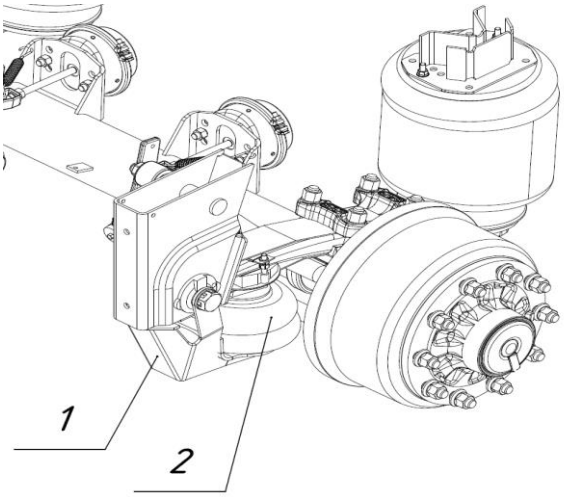

Рис. 2.8 - Механизм подъёма оси
Полуприцепы с пневматической подвеской оснащаются функцией подъёма одной оси (для типа 928010 модификация 928010-01). Полуприцепы с пневматической подвеской оснащаются функцией подъёма двух осей (для типа 928111 модификация 928111-01) с помощью двустороннего механизма подъёма (рис. 2.8), состоящего из кронштейна (1), пневмоподушки (2) и крепёжных элементов.